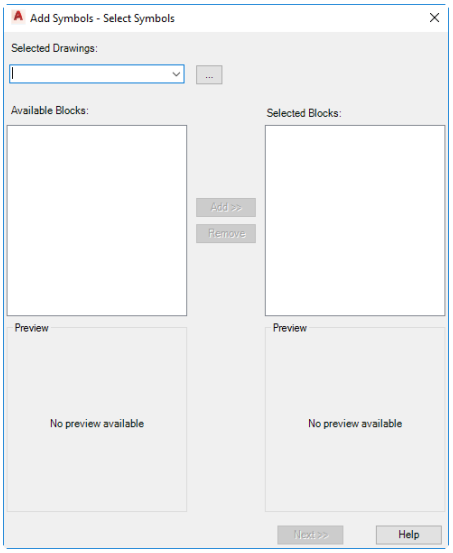

Figure P-3 *The* ***Add Symbols - Select Symbols*** *dialog box*
8. Choose the **Add Symbols** button from the **Symbol** area; the **Add Symbols - Select Symbols** dialog box will be displayed, refer to Figure P-3.